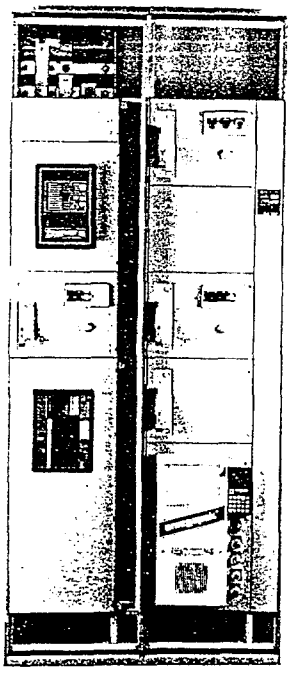

Figure 12: Horizontal bus covers removed
1. Remove the horizontal bus access covers from sections L and R (figure 12).